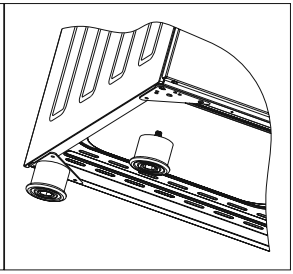

Figura 12
2. Completar el proceso de instalación del pie, enroscando los pies a las tuercas. (figura 12)